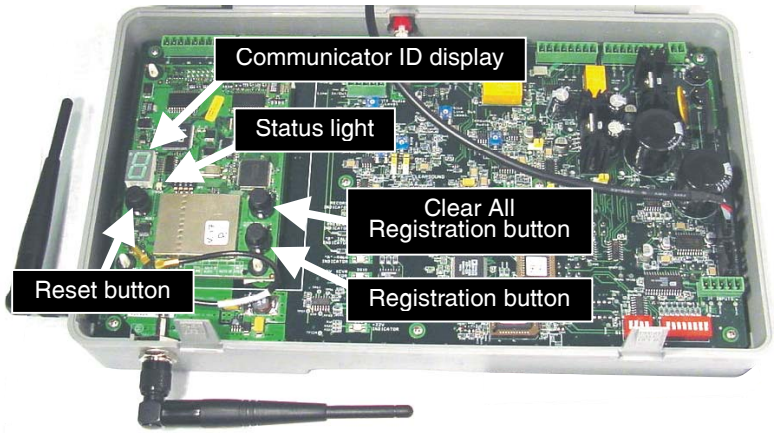

Figure 5. Registration button and indicators
- Open the base station and press the registration button near the lower-left corner of the base station circuit board shown in Figure 5.
— *If no Communicators are powered on, the status light shown in Figure 5 will be blinking red. If any Communicators are powered on, the status light will be blinking green.*